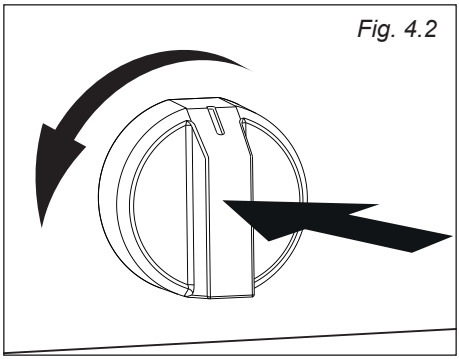

Fig. 4.2
2. Lightly press and turn the thermostat knob anti-clockwise (fig. 4.2) to maximum position **Max** (fig. 4.1). Press the knob firmly until the burner lights.